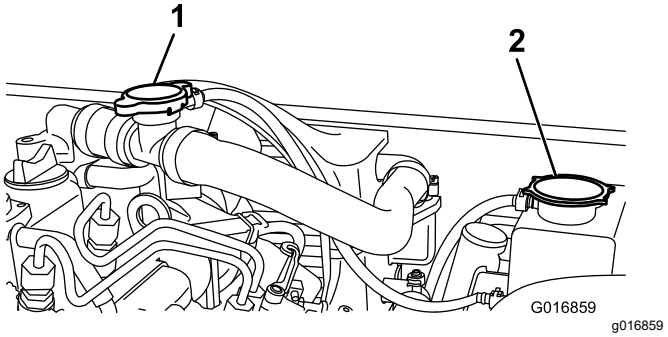

Figur 55
2. Fjern radiatorens overløpsbeholderlokk (Figur 55).
2. Fjern påfyllingslokket (Figur 55) og fyll på kjølevæske.
3. Sett på påfyllingslokket og fjern radiatorens overløpsbeholderlokk (Figur 55).